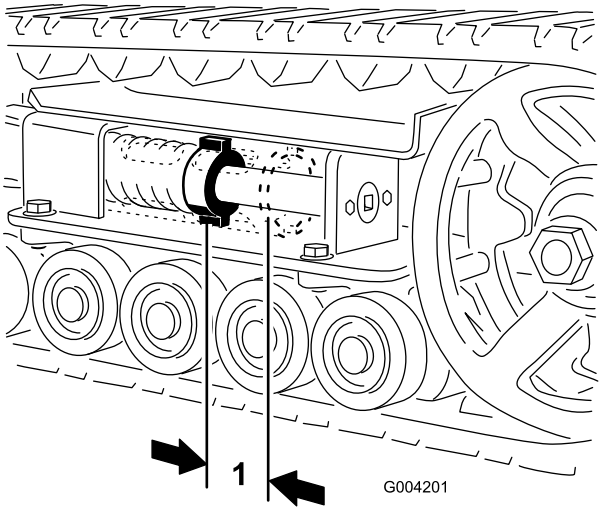
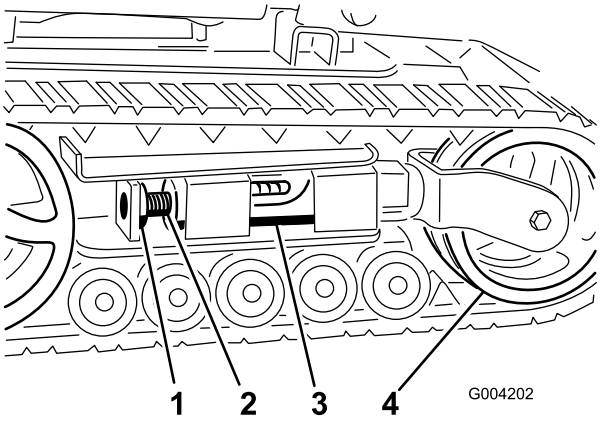
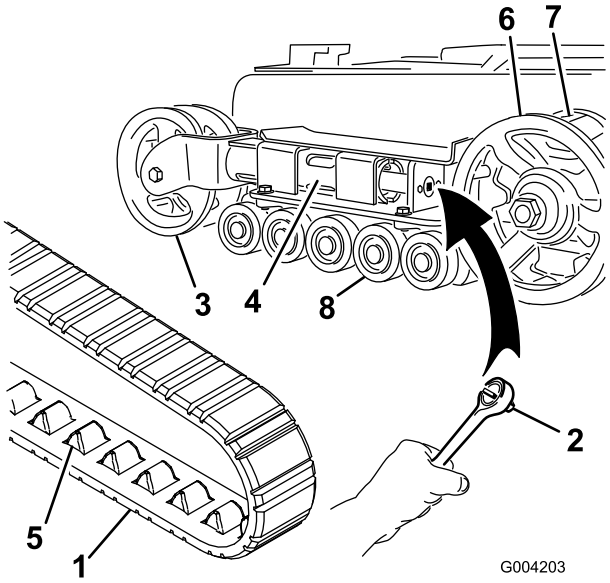
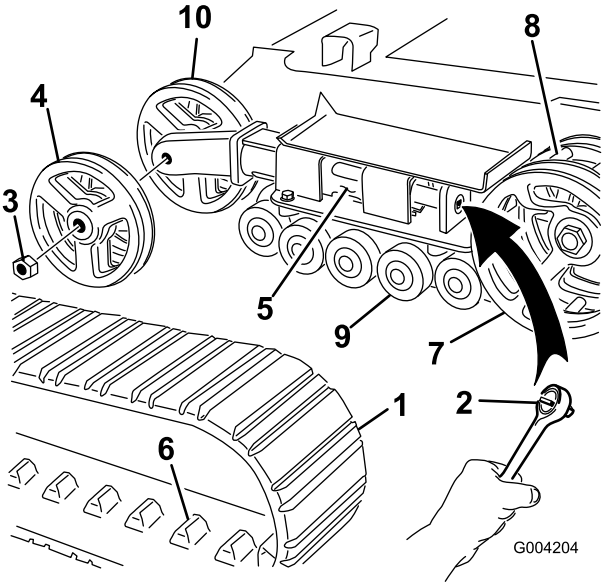

Figuur 40
Figuur 41
**Figuur 42**
**Figuur 43**
Er moet 7 cm ruimte zijn tussen de spanmoer en de achterzijde van de spanbuis (Figuur 40). Als dit niet het geval is, stal dan de spanning van de rupsbanden aan met behulp van de volgende procedure:
3. Verwijder de borgbout en de moer (Figuur 41).
4. Gebruik een dopsleutel van 1/2 inch (Figuur 42) en draai de spanschroef linksom tot de afstand tussen de spanmoer en de achterzijde van de spanbuis (Figuur 40) 7 cm is.
5. Lijn de dichtstbijzijnde inkeping in de spanschroef uit met de opening van de borgbout en bevestig de schroef met de borgbout en moer (Figuur 41).
4. Gebruik een dopsleutel van 1/2 inch en verminder de spanning door de spanschroef rechtsom te draaien (Figuur 41 en Figuur 42).
5. Duw het spanwiel in de richting van de achterzijde van de eenheid zodat de spanbuis het frame raakt (Figuur 42). (Als de buis het frame niet raakt, blijf dan aan de spanschroef draaien totdat dit wel zo is).
7. Als de rupsband van het spanningswiel af is, verwijder de band dan van de kettingwielaandrijving en de wegwielen (Figuur 42).
8. Begin bij de kettingwielaandrijving en plaats de nieuwe rupsband rond de aandrijving. Controleer of de aansluitpunten tussen de tandwielen op de aandrijving passen (Figuur 42).
9. Duw de rupsband onder en tussen de wegwielen (Figuur 42).
11. Draai de spanschroef linksom tot de afstand tussen de spanmoer en de achterzijde van de spanbuis (Figuur 40) 7 cm is.
4. Gebruik een dopsleutel van 1/2 inch en verminder de spanning door de spanschroef rechtsom te draaien (Figuur 41 en Figuur 43).
5. Duw het spanwiel in de richting van de achterzijde van de eenheid zodat de spanbuis het frame raakt (Figuur 43). (Als de buis het frame niet raakt, blijf dan aan de spanschroef draaien totdat dit wel zo is).
6. Verwijder de moer waarmee het buitenste spanwiel is bevestigd en verwijder het wiel (Figuur 43).
7. Verwijder de rupsband (Figuur 43).
8. Verwijder de moer waarmee het binnenste spanwiel is bevestigd en verwijder het wiel (Figuur 43).
12. Monteer het binnenste spanwiel en zet het vast met de moer die u eerder hebt verwijderd (Figuur 43).
14. Plaats de nieuwe rupsband en zorg ervoor dat de aansluitpunten van de rupsband goed tussen de tandwielen in het midden van de kettingwielaandrijving passen (Figuur 43).
15. Monteer het buitenste spanwiel en zet het vast met de moer die u eerder hebt verwijderd (Figuur 43).
17. Draai de spanschroef linksom tot de afstand tussen de spanmoer en de achterzijde van de spanbuis (Figuur 40) 7 cm is.